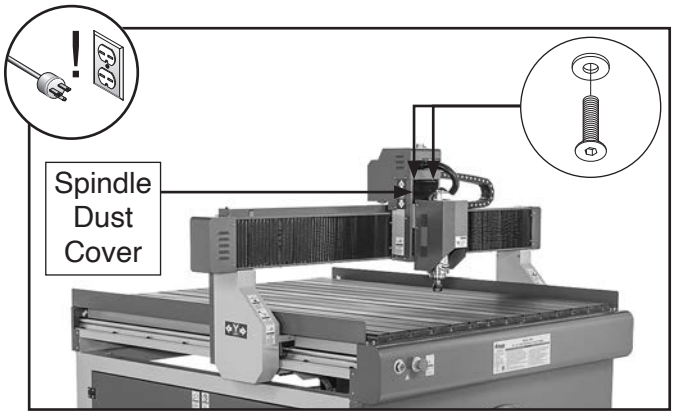

Figure 41. Spindle dust cover location.
3. Access Z-axis ball screw and guide rails by removing (2) flat head cap screws and flat washers on upper end of spindle dust cover (see **Figure 41**).